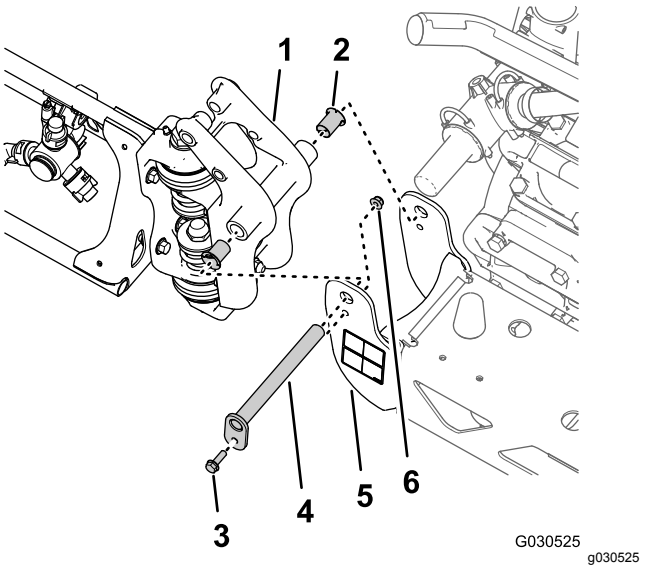

Figur 74
1. Afmonter flangebolten (5/16 x 1 tomme) og flangelåsemøtrikken (5/16 tomme), der fastgør drejetappen til aksebeslaget (Figur 74).
2. Afmonter drejetappen fra akselbeslaget til midterbomsektionen og drejefittingen til den ydre bomsektion (Figur 74).
3. Adskil den ydre bomsektion fra midterbom-sektionen, og afmonter den ydre sektion fra maskinen (Figur 74).
4. Afmonter de 2 nylonflangebøsninger fra drejefittingen på den ydre bomsektion (Figur 74).